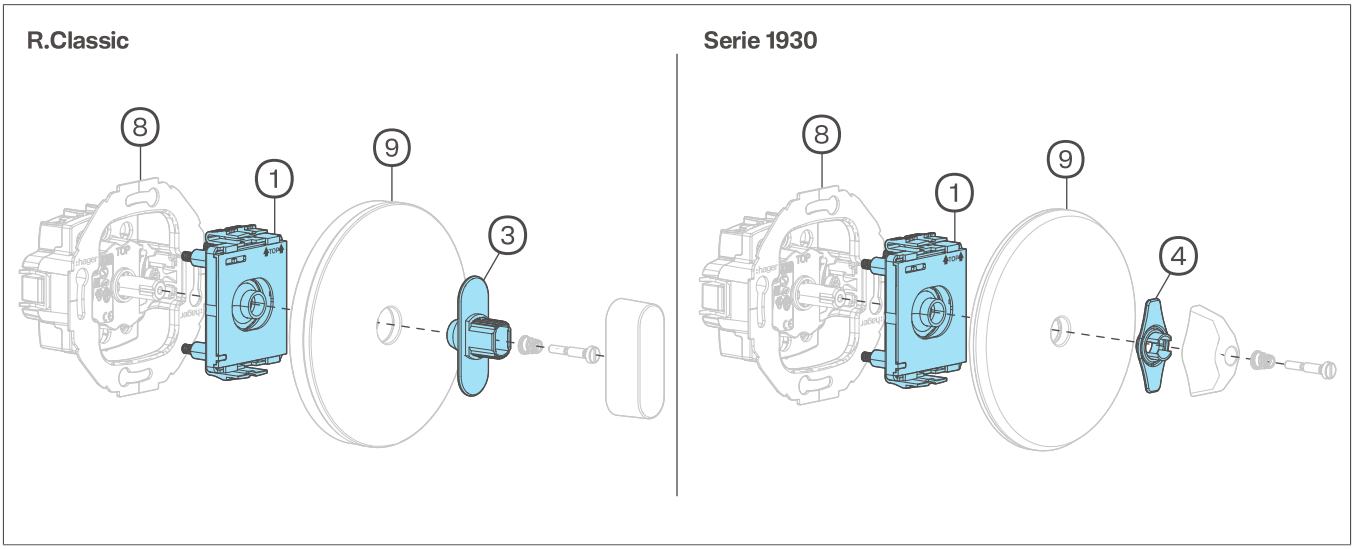

Fig. 2: Slutlig installation för R.classic/Serie 1930
- Var uppmärksam på monteringssekvensen (Fig. 2). Montera täckplattan (9) först och sedan ljusledaren (3).